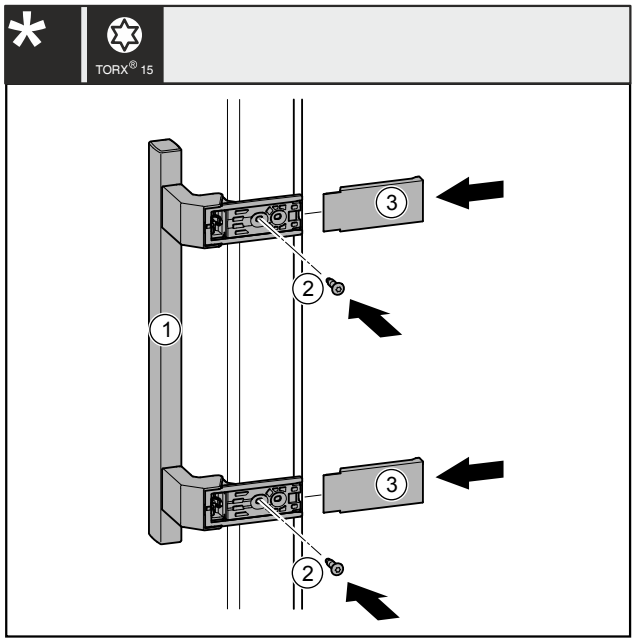

Fig. 42
▶ 将把手 *Fig. 42 (1)*放到反面。
▶ 将螺钉 *Fig. 42 (2)*用螺丝刀拧紧。
▶ 将盖板 *Fig. 42 (3)*放置到侧面并插入，使其卡紧。